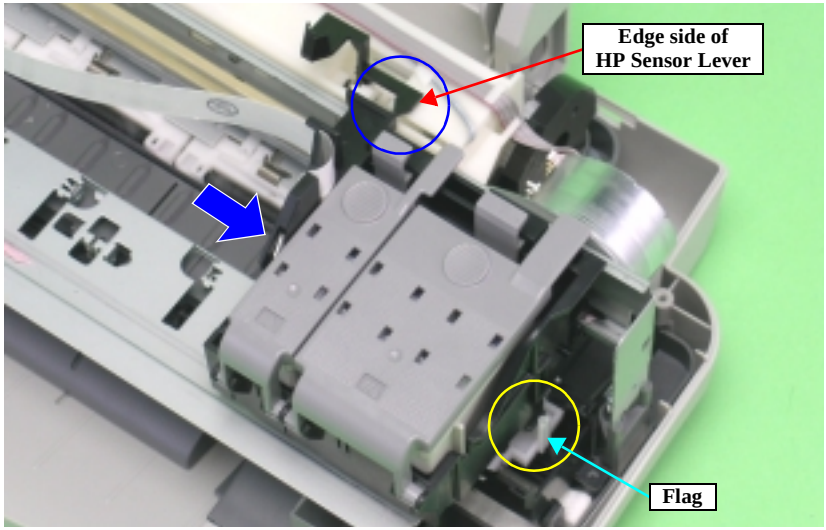

Figure 5-1. Moving the Carriage Unit
- **Place the edge side of HP Sensor Lever as Figure 5-1.**